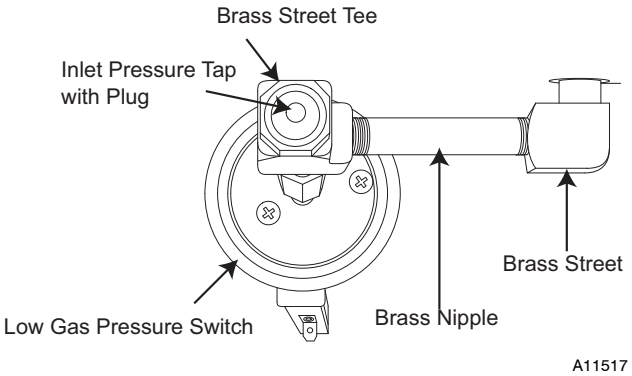

Fig. 11 - LGPS for Casing Wider Than 14-3/16 (360 mm) and Vent Does Not Pass Between Inducer and Burner Assembly
If the vent pipe does not pass between the inducer and burner assembly, or the furnace is wider than a 14 3/16-in. (360 mm) wide casing, the switch may have been installed as follows. (See Fig 11.)
1. Remove low gas pressure switch, brass street 90° elbow, brass Hex nipple, brass Tee and brass nipple from the gas valve inlet pressure tap. (See Fig 11.)